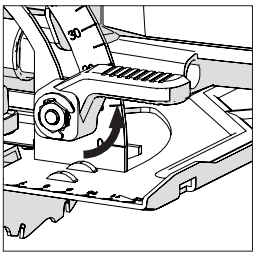

Fig. 13
- Suelte el mecanismo de bloqueo del bisel que se encuentra en la parte frontal de la máquina tirando de la palanca hacia arriba. **(Fig. 13)**